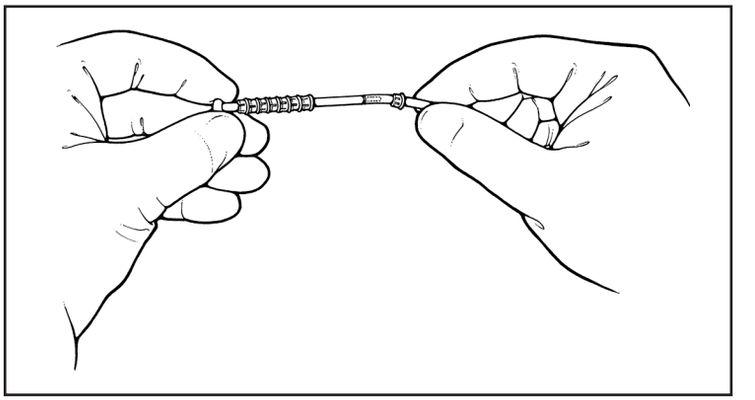

Figure 34. Slide a collet onto each end of the tubing
4. Slide a collet onto the tubing (Figure 34), making sure that the teeth of the collet face toward the open tubing end. Repeat with the end of the other tubing.